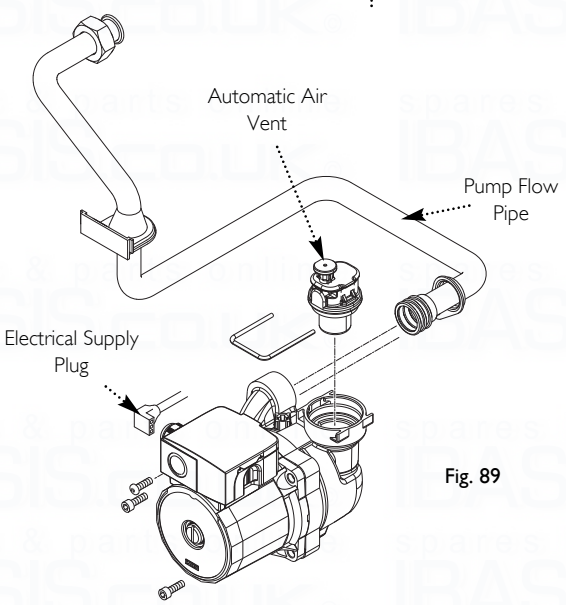

Fig. 89
14.13 Pump - Complete (Fig. 89)
14.14 Automatic Air Vent (Fig. 89)